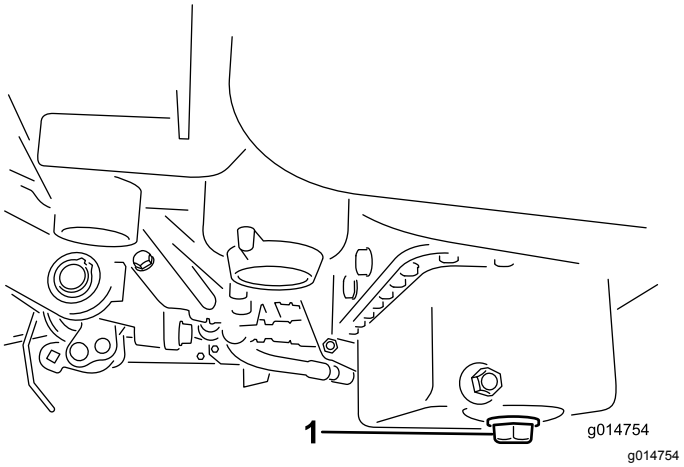

Figur 39
1. Fjern aftapningsproppen, og lad olien løbe ned i en bakke. Monter aftapningsproppen igen, når olien holder op med at løbe (Figur 39).